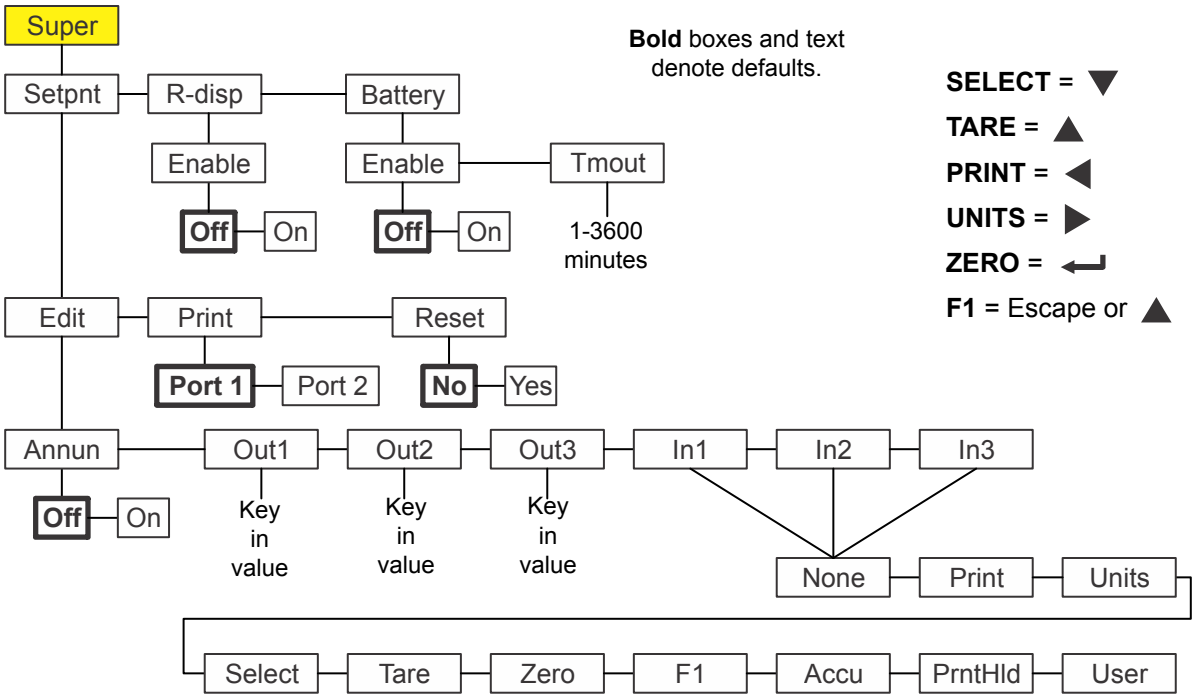

Figure 8.7 Supervisor menu for the Remote Display application
Figure 8.7 shows the Supervisor menu when you are in the Remote Display application:
*The **Setpnt** and **bAttErY** submenus in Figure 8.7 are the same as described in General Weighing application supervisor menu on page 40. Go there for information on those submenus. The unique submenu to this application is described below.*